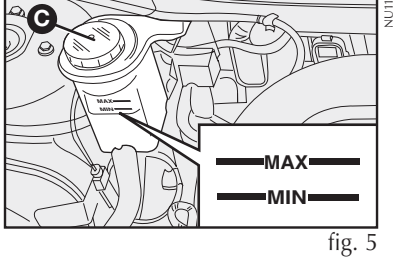

fig. 5
FLUIDO PARA A DIREÇÃO HIDRÁULICA - fig. 5
- Retirar a tampa **C-fig. 5**;